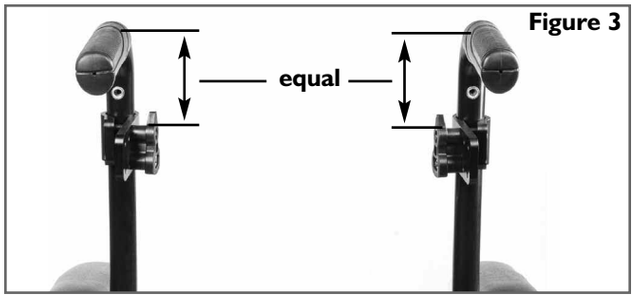
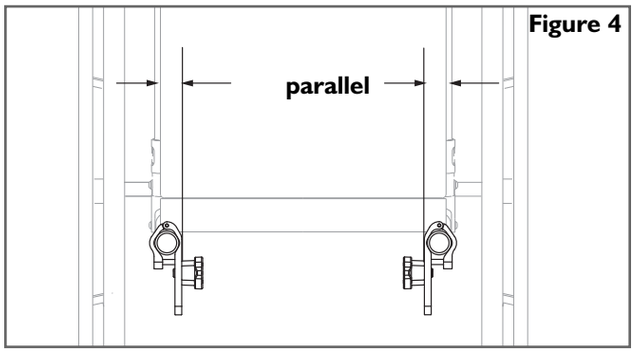

Figure 3
Figure 4
3. Visually determine the desired location of the receivers on the wheelchair's back canes. The mounting hardware should be at approximately equal heights on each back post (Fig. 3) and parallel to the seat frame (Fig. 4).
1. Loosen the clamp screws on the chair side mounting hardware (A) and slide along the back canes until the desired height is reached. The mounting hardware should be at approximately equal heights on each back post (Fig 3) and parallel to the seat frame (Fig. 4).
2. Securely tighten the clamp screws (A). The recommended torque specification is 15 - 20 in-lbs (1.7 - 2.3 Nm).